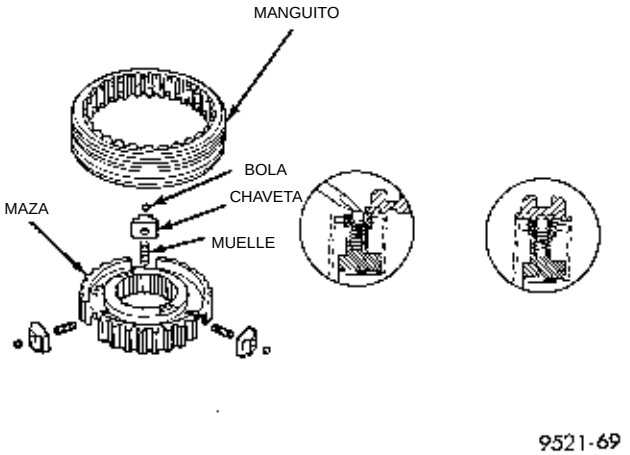

Fig. 117 Conjunto del sincronizador
(1) Emplace la maza del sincronizador en un accesorio de soporte adecuado (eje impulsor). Las mazas del sincronizador son direccionales. Las mazas deben instalarse con la **U** hacia arriba.
(2) Instale los muelles en la ranura de la maza (Fig. 117).